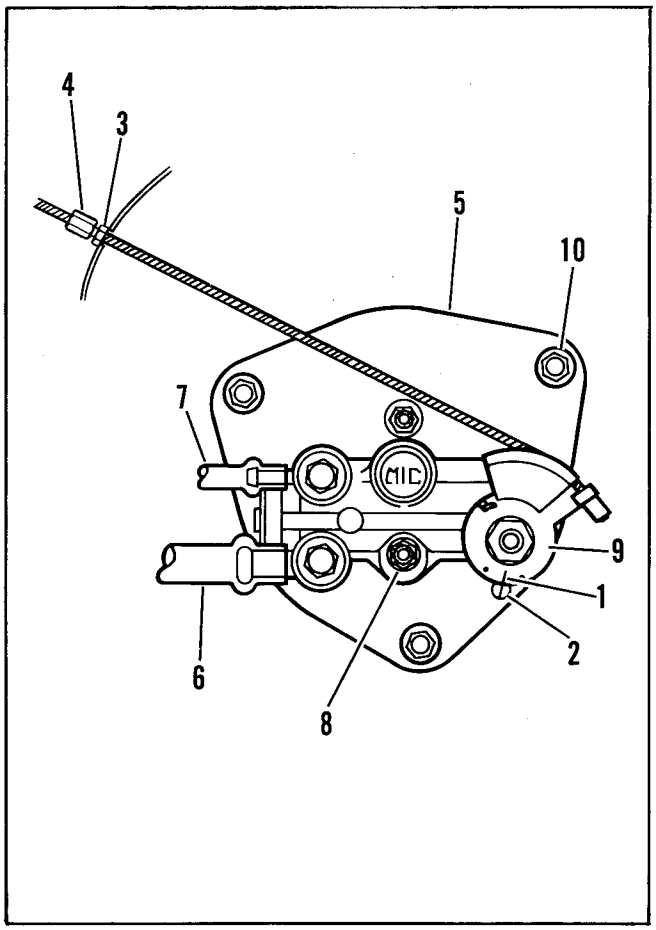

Figure 74 – Oil Injection Pump
33. OIL INJECTION PUMP (Figure 74)